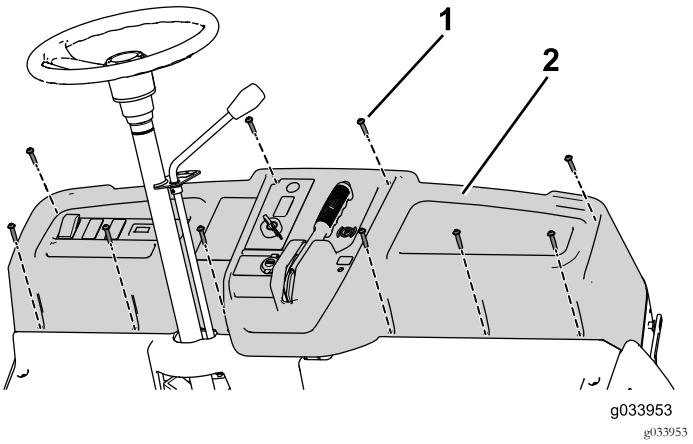

Figure 32
9. Utilisez les 10 vis (¼" x 1¼") pour fixer le tableau de bord à la machine (Figure 32).